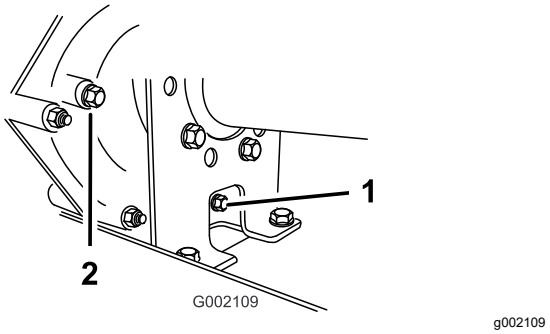

**Figur 59**
2. Rengjør området rundt fyllepluggen og tappepluggen med en klut (Figur 59).
4. Fjern fyllepluggen ved å rotere den mot klokken (Figur 59).
5. Fjern tappepluggen ved å rotere den mot klokken (Figur 59).
6. Monter og stram tappepluggen og pakningen i tappeplugghullet til drivverket (Figur 59).
7. Fyll beholderen (Figur 60) via fylleplugghullet med ca. 1,4 liter angitt olje eller til oljenivået i drivverket er på linje med bunnen av gjengene. (Figur 59).
8. Monter og stram fylleppluggen og pakningen i fylleplugghullet til drivverket (Figur 59).
10. Sjekk væskenivået, og fyll på væske hvis nivået er under gjengene i fyllplugghullet (Figur 59).